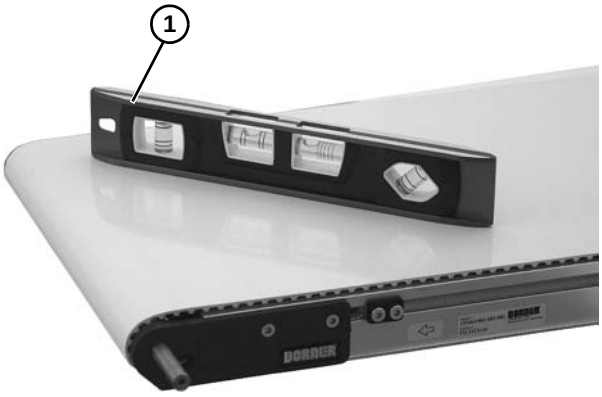

Figure 4
*Les convoyeurs DOIVENT être montés de façon à être rectilignes, plans et de niveau. Utiliser un niveau **(Figure 4, élément 1)** pour le réglage.*